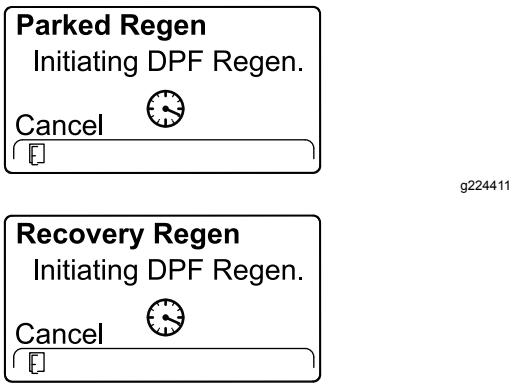

Figur 60
5. InfoCenter viser STARTER DPF-REGENERERING-meldingen (Figur 60).